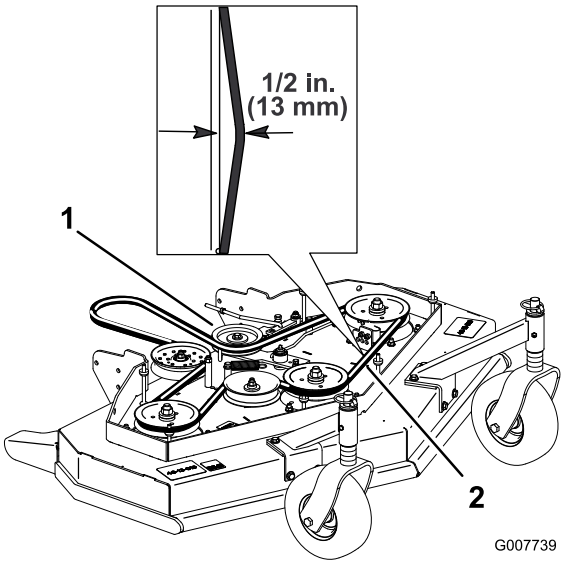

Figur 43
4. Ta bort mellandrevet och den slitna remmen (Figur 43).
Obs: Klipparremmens spänning ska ligga på 44–67 Nm med en remnedböjning på 13 mm halvvägs mellan remskivorna (Figur 43).